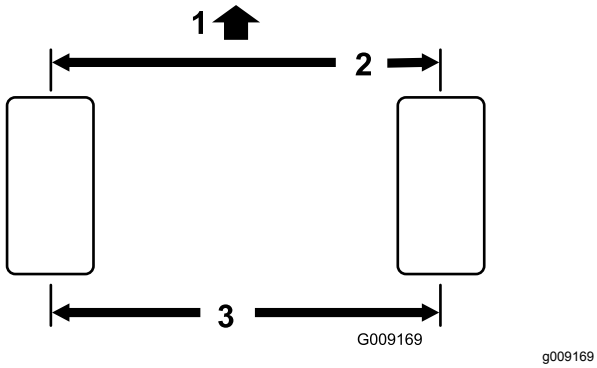

Figur 70
1. Mät avståndet från mitt till mitt (vid axelhöjd) framtill och baktill på styrhjulen. Det främre måttet ska vara 3 mm mindre än det bakre måttet (Figur 70).